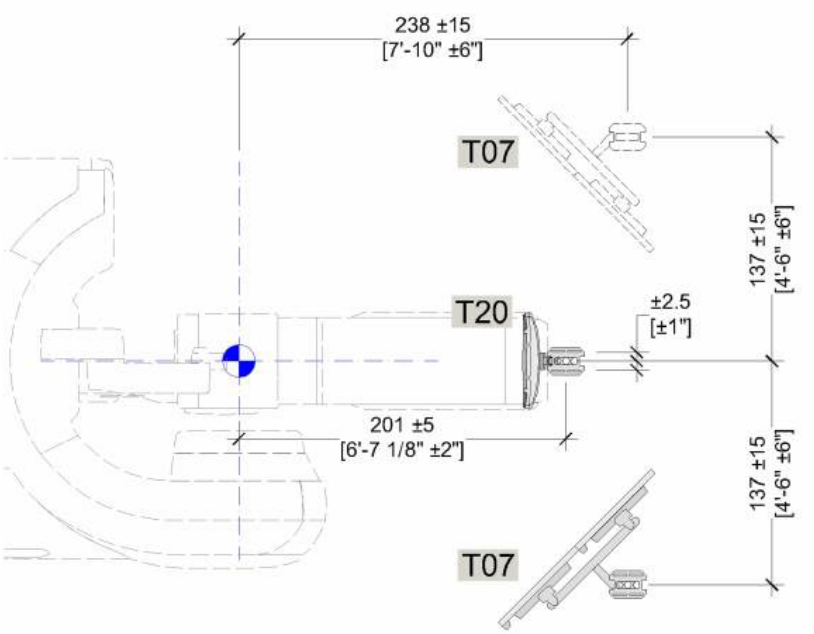

Figure 3-7 Treatment Room Ceiling Mounted Components (Plan)
- The IRMs (**T07**) in Figure 3-7, may be located on either side of the isocenter, typically on the opposite side of the maze entrance, refer to 2.10.5 and 4.5 for more information.
The ceiling mounting plate installation orientation is critical, refer to Figure 2-17, Figure 3-7.